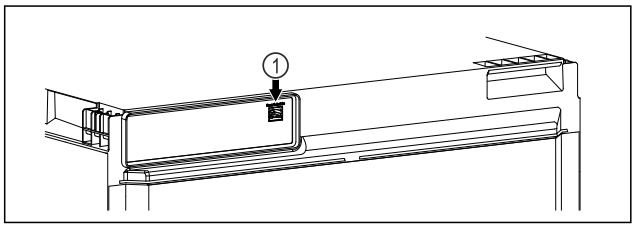

Fig. 27
❑ SmartModule *Fig. 27 (1)* este instalat.